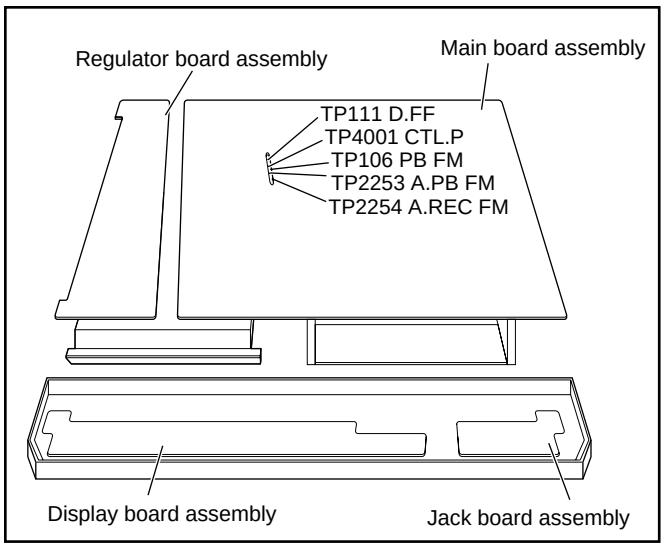

Fig.2-2a
(1) Refer to the disassembly procedure and perform the disassembly of the major parts before removing the Mechanism assembly.
(2) Remove the screws that fix the Mechanism, Regulator board assembly to the bottom chassis. If any other screws are used to fix the boards, remove them also.
(3) Remove the combined Mechanism,Regulator borad and Main board assemblies.
(4) If any other major parts are used, remove them also.
(5) Connect the wires and connectors of the major parts that have been removed in steps (1) to (4). (Refer to Fig. 2-2a.)
(6) Place the combined Mechanism, Main board and other board assemblies upside down.
(7) Insert the power cord plug into the power outlet and then proceed with the diagnostics and servicing of the board assembly.